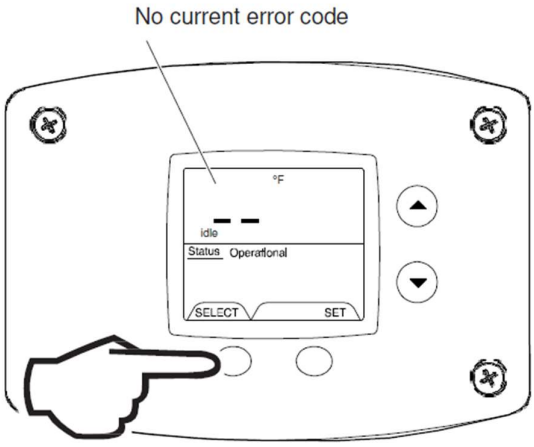

Fig. 70
1. In 'Service Mode' press the 'Select' button until the next display after the 'Software Version'. If there are no current error codes, the display will show -- (Fig. 70).